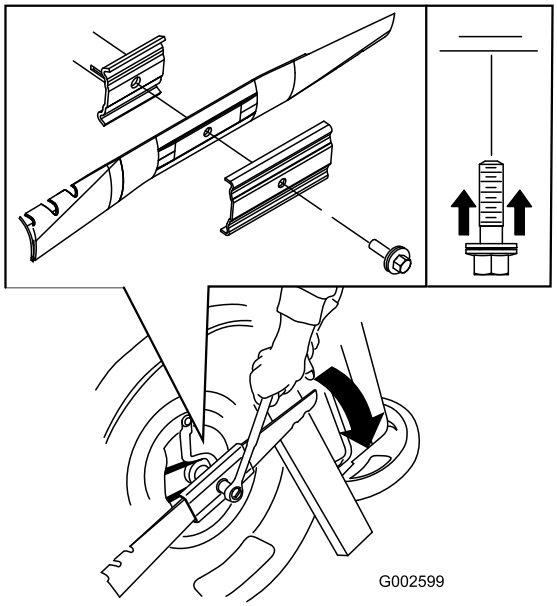

Figura 20
5. Instale la cuchilla nueva (gire el perno de la cuchilla en el sentido de las agujas del reloj) y todos los herrajes de montaje (Figura 20).